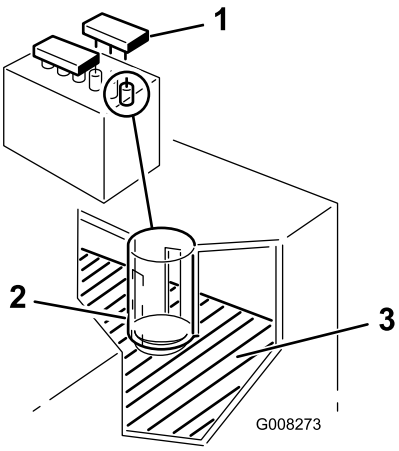

Figur 31
2. Fjern påfyllingslokkene. Hvis elektrolytten ikke når opp til den nedre delen av røret (Figur 31), må du tilsette den nødvendige mengden destillert vann. Se Fylle vann på batteriet.
2. Fjern påfyllingslokkene (Figur 31).
3. Hell sakte i destillert vann i hver battericelle til nivået når opp til den nedre delen av røret (Figur 31).